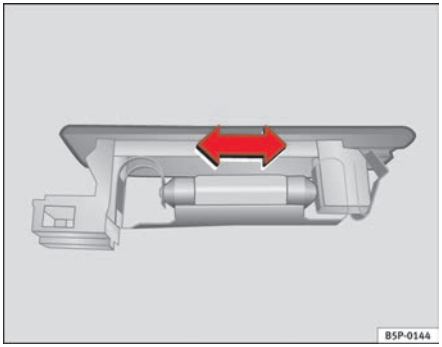

Fig. 162 Luggage compartment light
– Press the lamp sideways and remove it from its housing ⇒ fig. 162. ■